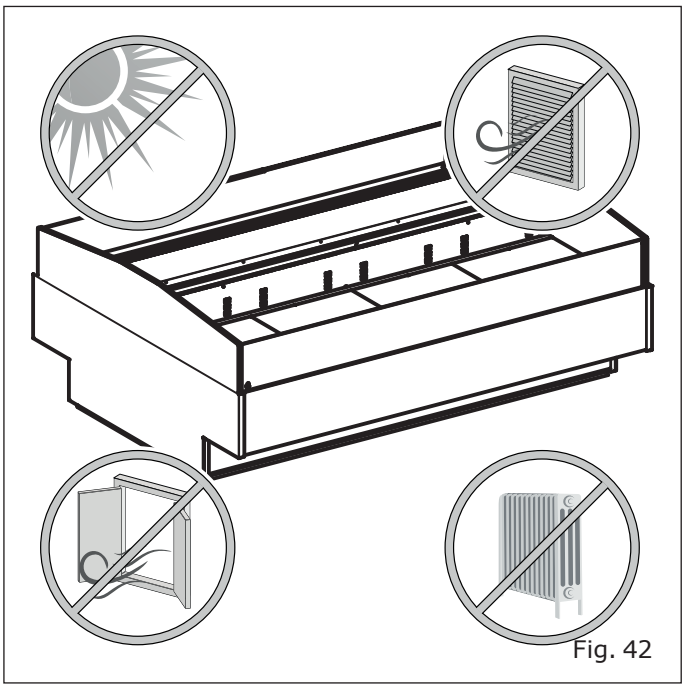

Fig. 42
- Longe de fontes de calor, da radiação direta do sol, de portas, janelas, ventiladores e bocas de ventilação ("Fig. 42").